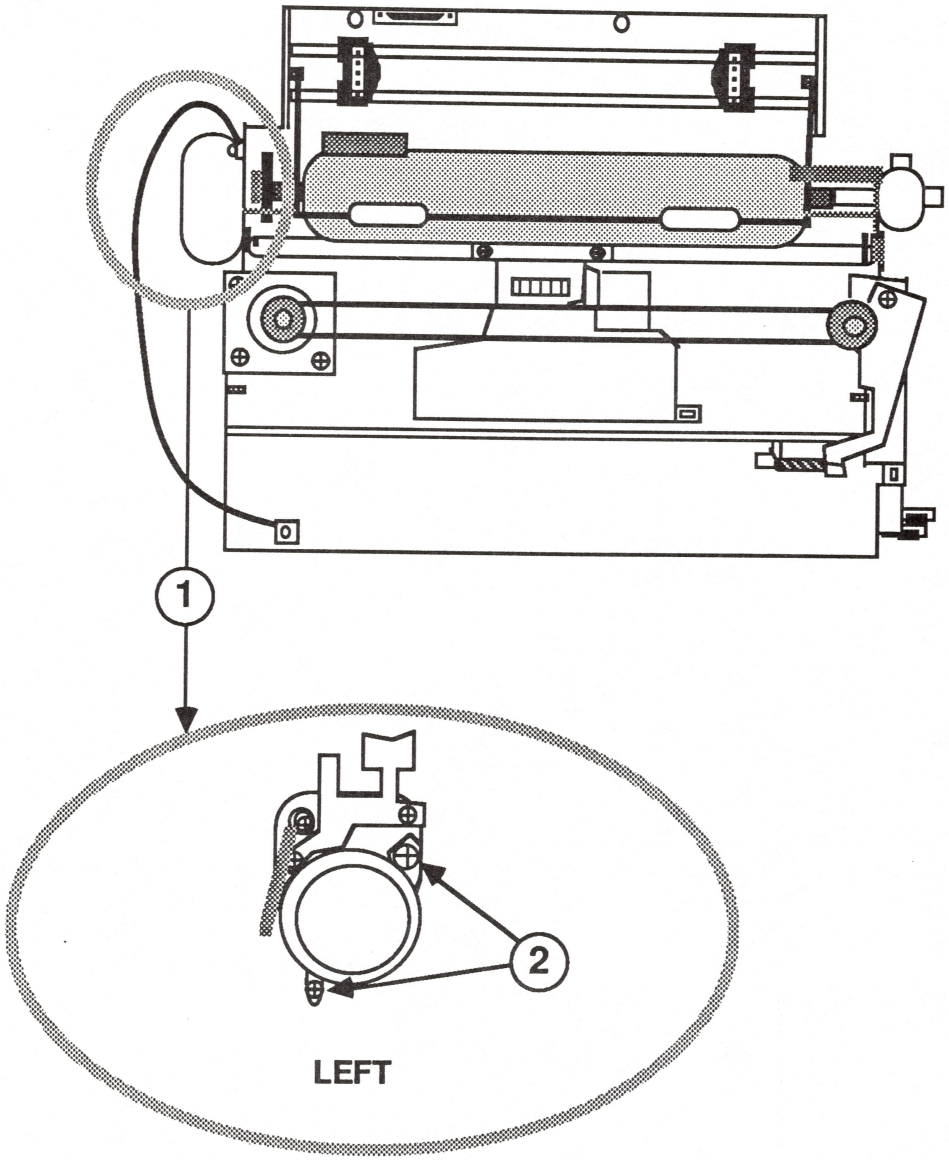

FIGURE 44
2. Locate the paper feed motor (see Figure 44, #1).
3. Remove the two screws that hold the motor in place (see Figure 44, #2).
2. Replace the two screws that hold the motor in place (see Figure 44, #2).